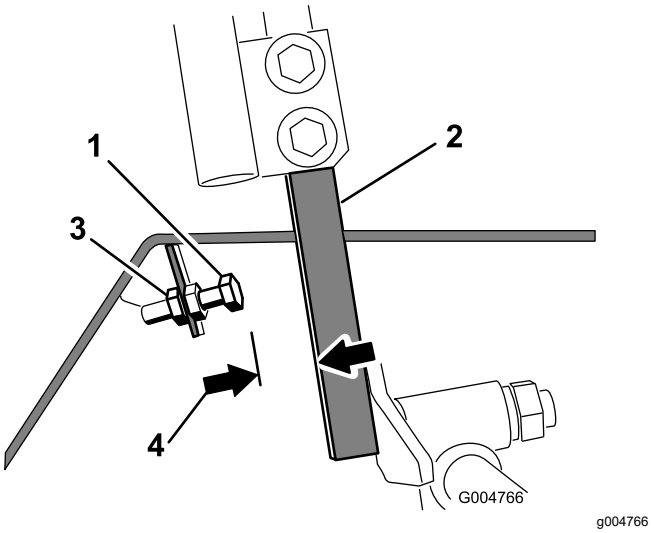

Figura 54
4. Allentate il controdado sul bullone di fermo di una leva di controllo (Figura 54).